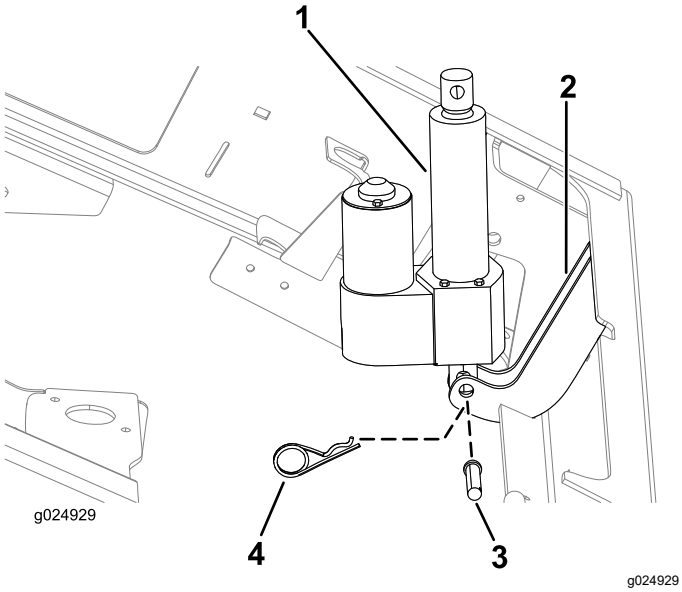

Figur 9
1. Passa in hålet i lyftmanövreringsorganets nedre monteringspunkt mot hålen i chassits monteringfästen (Figur 9).
2. Fäst lyftmanövreringsorganet på chassits monteringsfästen med sprintbulten (2 ¼ tum) och hårnålssprinten (Figur 9).